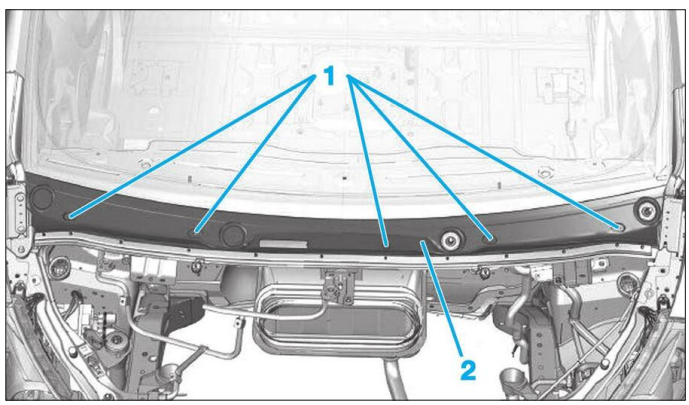

**Fig. 57**
- Déposer les cinq vis (1) et la grille d'auvent (2) **(Fig.57)**.